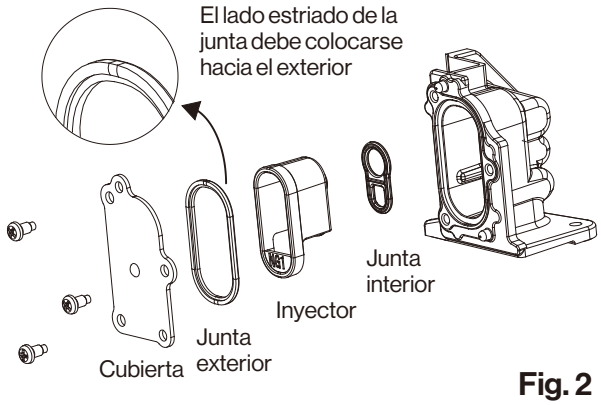

Fig. 2
6. Retirar el inyector de plástico de su alojamiento (Fig. 2).
7. Colocar las juntas interior y exterior sobre el nuevo inyector (Fig. 2)